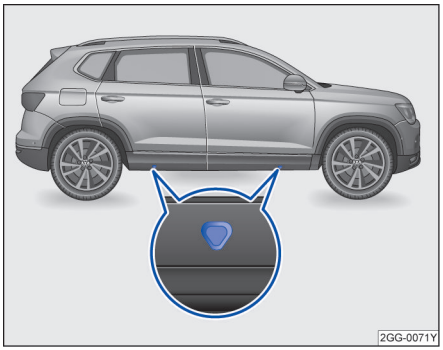
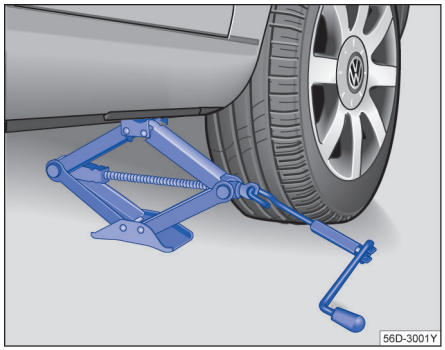

图 216 汽车千斤顶的支撑点
图 217 将千斤顶放在汽车左后侧
汽车千斤顶只允许放置在图示支撑点（车身上的标记）处→图 216 或 →图 217。在每个车轮旁都有相应的支撑点 →⚠。
5. 在车身底部下方找到靠近更换的车轮侧的千斤顶支撑点→图 216